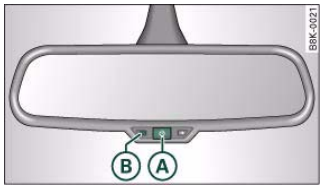

Fig. 68 Anti-dazzle interior mirror: On/off button with indicator lamp
– Press button (A) ⇒ fig. 68 - the indicator lamp (B) will go out.